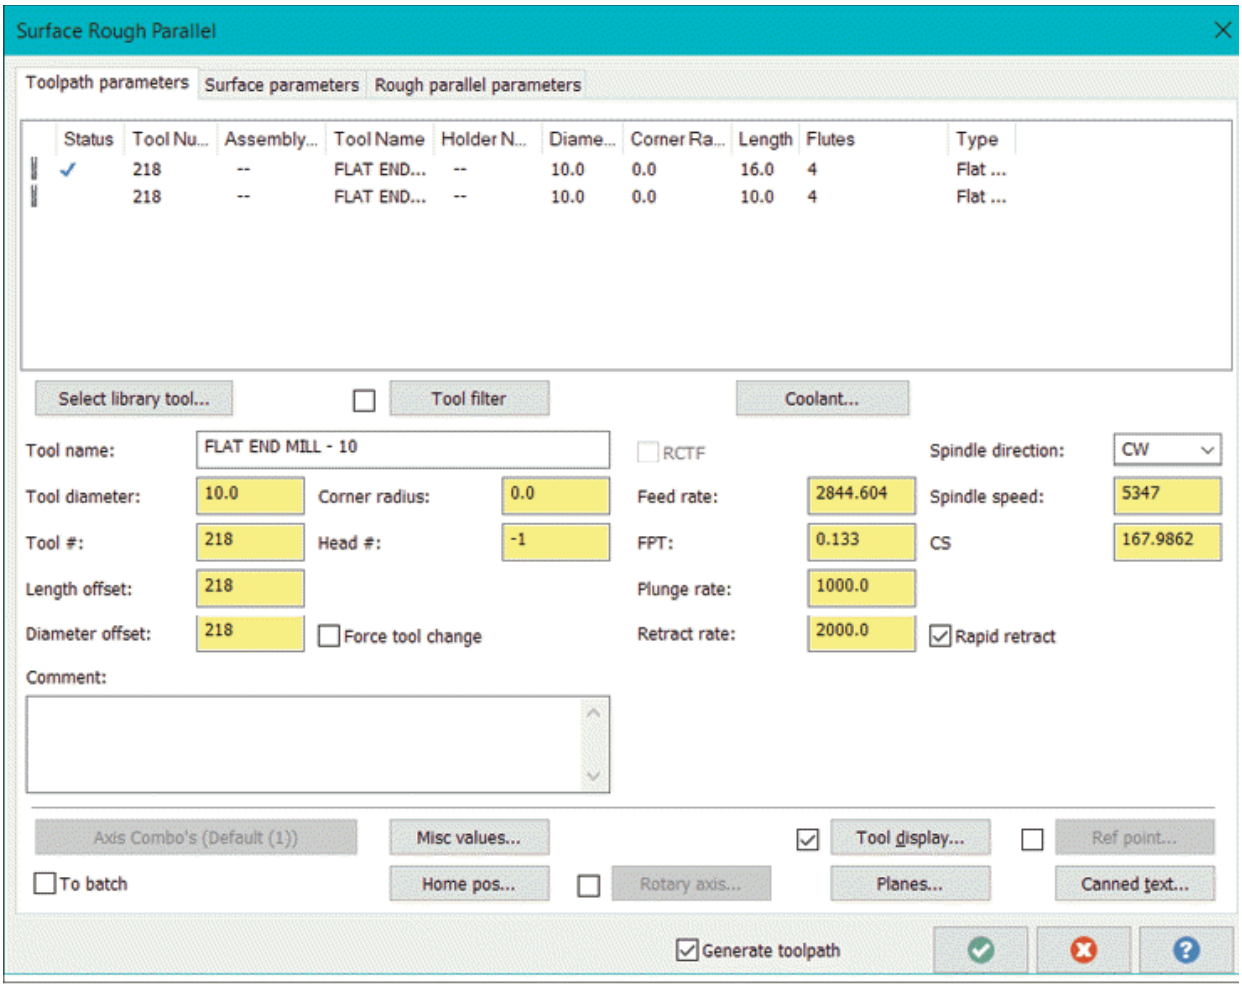

Figure-24. Surface Rough Parallel dialog box
- After selecting desired entities, click on the **OK** button from the dialog box. The **Surface Rough Parallel** dialog box will be displayed; refer to Figure-24.